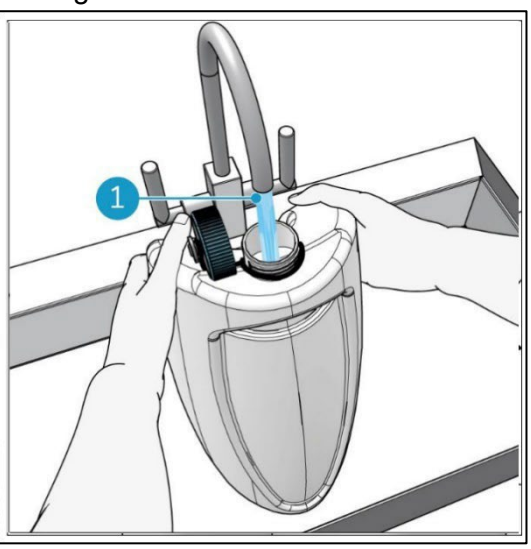

Figure 30
15. Fill the recovery tank with approximately 1 liter of tap water (Figure 30, pos 1).
17. Place the ball float shutoff assembly back in the recovery tank, see Figure 30. Make sure that the support frame and rubber housing sit flush on the tank and seals it.